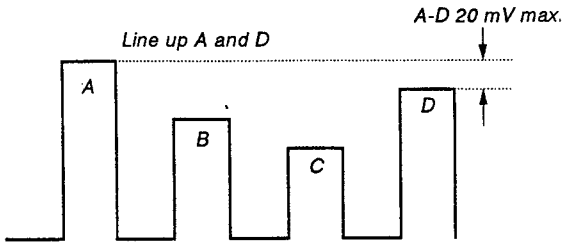

Fig. 20
2) Adjust PHASE NTSC 443 ACC OFF in the same manner as in 7-5). above. (Fig. 20)